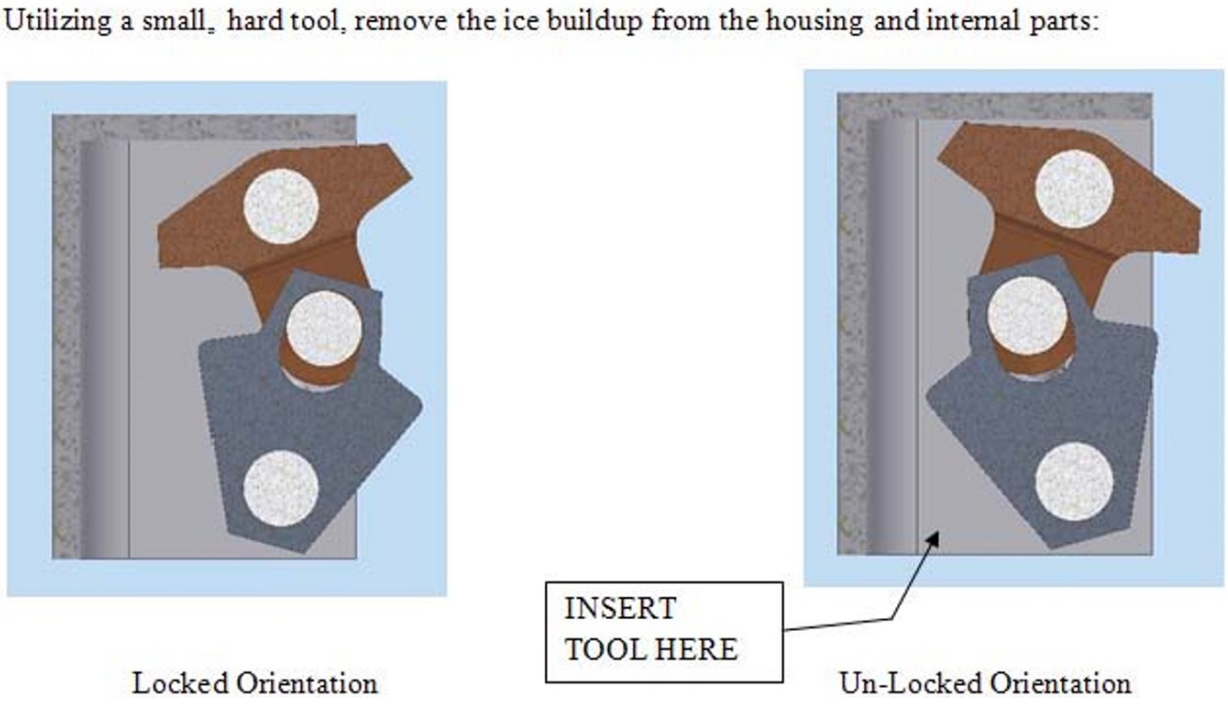

Figure 6-6 Lock Housing Ice Removal
5. If the mast continues to break ice during retraction but experiences trouble only near a locking transition, then ice has frozen inside the lock body. This ice in the lock body is interfering with the normal unlocking of the interfaces. To clear the ice, use a small, hard tool to reach inside the opening at the bottom of the housing. Manually chip and clear the ice from the internal parts, then set the latch to the proper “Locked” orientation, as illustrated in (Figure 6-6). Attempt to retract the mast again under electrical power.